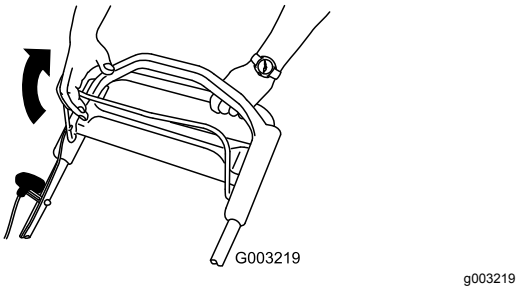

**Rysunek 15**
1. Pociągnij dźwignię sterowania w stronę uchwytu (Rysunek 15).